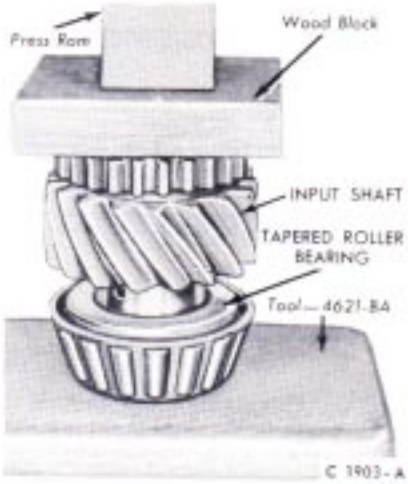

FIG. 16 Installing Input Shaft Bearing
1. Position Tool 4261-BA in an arbor press as shown in Fig. 16. Place a wood block on the input gear and press the gear into the bearings until it contacts the bearing inner race.